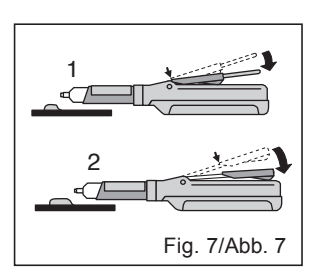

Fig. 7/Abb. 7
2) The adjusting guide can be moved forwards or backwards to change the quantity of material to be dispensed. (Fig. 7)
2) Der Einstellhebel kann vor oder zurück bewegt werden, um die auszubringende Materialmenge anzupassen. (Abb. 7)